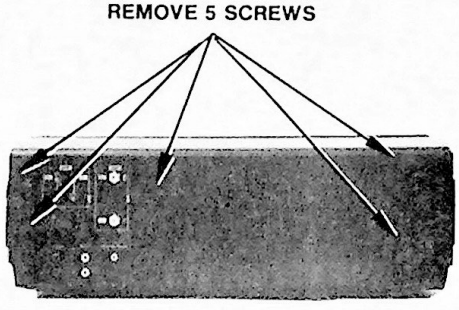

Figure 1. Back Panel Removal
Back panel — Remove five (5) screws (Figure 1). Removing 3 screws each from bottom PCB boards allows the boards to swing out to gain access to bottom of tape transport mechanism.